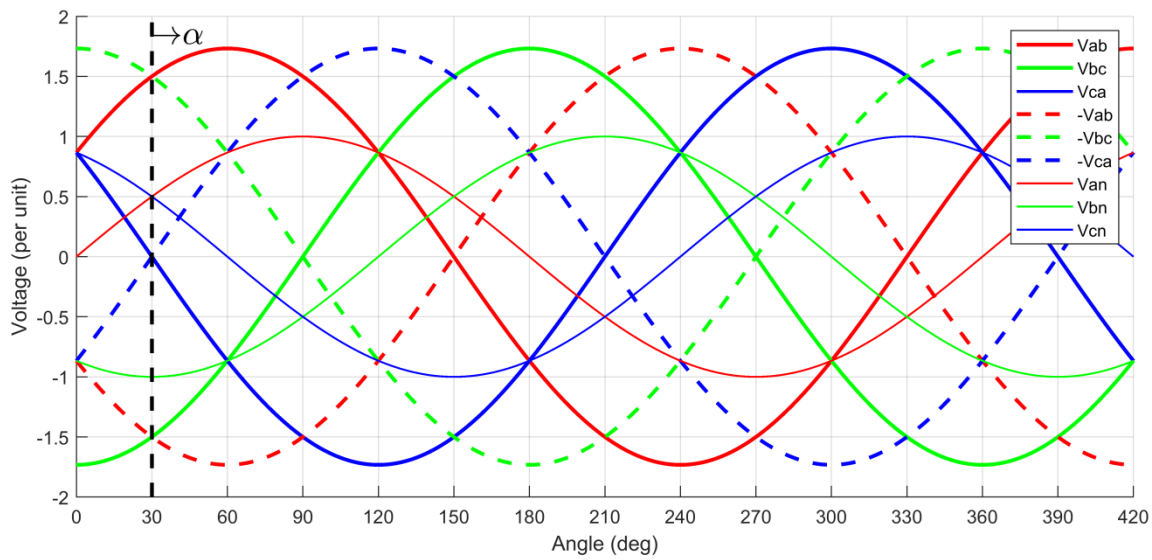

Figure 2.2
a) By considering a highly inductive load current equivalent to a current source of value (i_{DC}), plot the current waveform of i_A for an angle of 60 degrees (α – shown in Fig 2.2). Indicate on the waveform the length (in degrees) of the conduction and blocking parts of the waveform for a complete cycle. You must plot the waveform directly on Fig. 2.2. *(10 pts)*